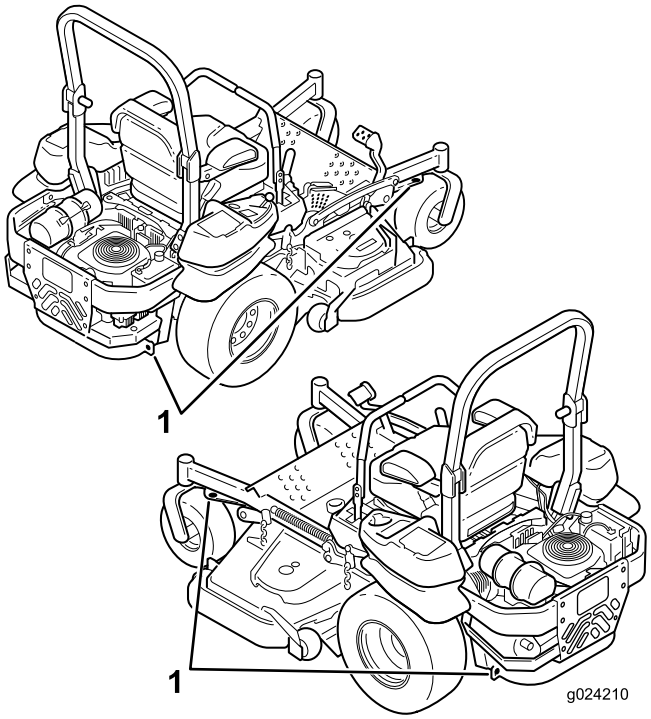

Figur 34
5. Använd fästöglorna av metall på maskinen för att säkra den på släpvagnen eller lastbilen med hjälp av spännband, kedjor, kablar eller rep (Figur 34).